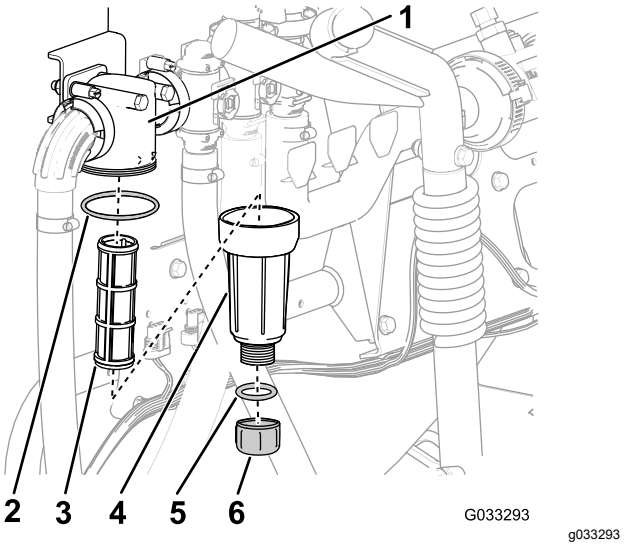

Figur 30
2. Placera ett kärl under tryckfiltret (Figur 30).
3. Vrid avtappningslocket motsols och ta bort det från tryckfiltrets skål (Figur 30).
4. Vrid skålen motsols och ta bort filterhuvudet (Figur 30).
5. Ta bort tryckfiltret (Figur 30).
7. Kontrollera att avtappningspluggens packning (sitter på insidan av skålen) och skålens packning (sitter på filterhuvudets insida) inte är slitna eller skadade (Figur 30).
8. Montera tryckfiltret i filterhuvudet (Figur 30).
9. Montera skålen på filterhuvudet och dra åt för hand (Figur 30).
10. Sätt på avtappningslocket på skruvförbindningen i skålens botten och skruva åt det för hand (Figur 30).